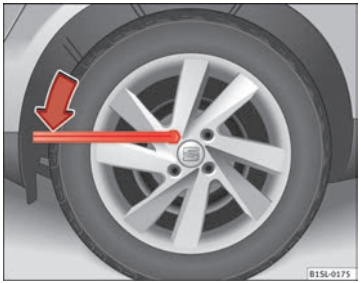

Fig. 144 Changing a wheel: Slacken the wheel bolts.
- Fit the wheel brace as far as it will go over the wheel bolt ⇒ Fig. 144.